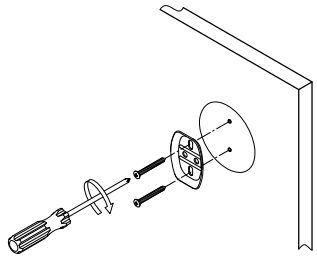

Fig. 5
Step 4. Screw the mounting plate (with the lips facing out) to the wall with the mounting screws (Fig 5).